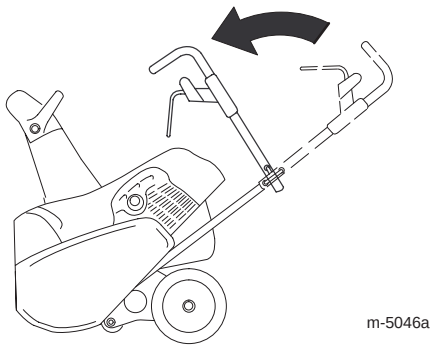

Figur 22
2. Sett på det øvre håndtaket som vist i figur 22.